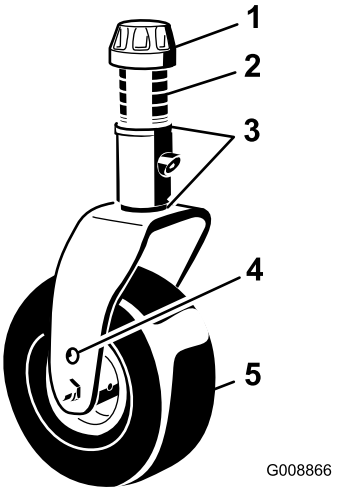
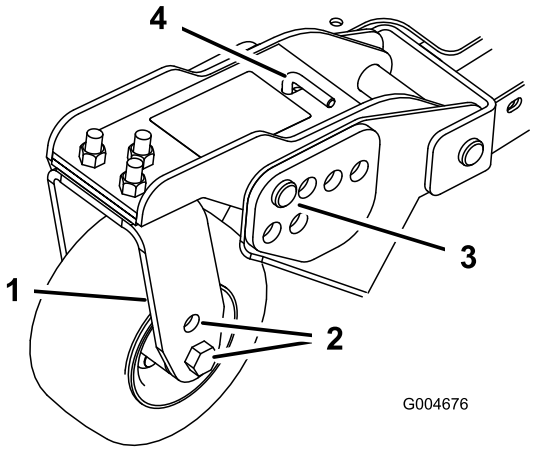
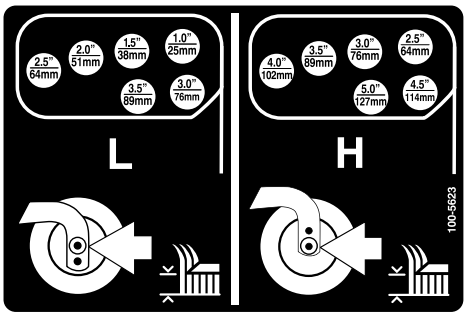

Рисунок 21
Рисунок 23
Рисунок 24
1. Поместите оси поворотных колес в одинаковые отверстия во всех поворотных вилках (Рисунок 21 и Рисунок 23). Для определения правильных отверстий см. следующую таблицу.
2. Снимите колпачковую гайку с вала шпинделя (Рисунок 21) и извлеките шпиндель из рычага поворотного колеса. Поместите на вал шпинделя две регулировочные прокладки (3 мм), как они были установлены первоначально. Эти регулировочные прокладки необходимы для обеспечения одинакового уровня по всей ширине режущих блоков. Наденьте на вал шпинделя нужное число проставок толщиной 13 мм для получения требуемой высоты скашивания; затем наденьте шайбу на вал.
4. Извлеките шплинты и штифты с отверстиями из рычагов поворотных колес (Рисунок 23).
5. Поверните натяжную тягу, чтобы поднять или опустить поворотный рычаг до совмещения отверстий с выбранными отверстиями кронштейна высоты скашивания в раме режущего блока (Рисунок 23 и Рисунок 24).